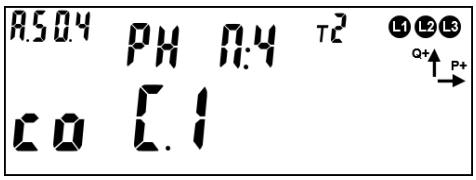

Рисунок 192 – РУН в состоянии «замкнуто»
- Вариант 1: (см. рисунок 192)
6.9.9.1 На ЖКИ отображено (см. рисунок 192):